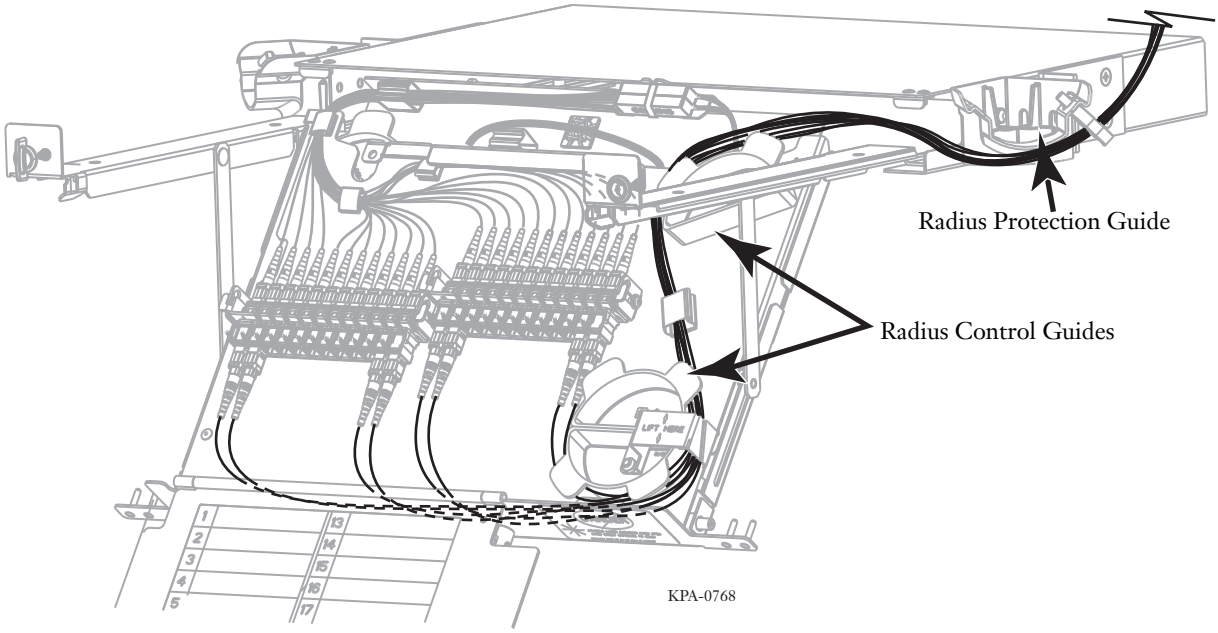

Figure 6 — Route Jumpers to Adapters and Mate
Step 1: Bring Distribution jumpers around the radius protection guide into the housing from the right side (Figure 6).
Step 3: Insert the connector into the adapter, paying attention to the key location on the connector (Figure 6).